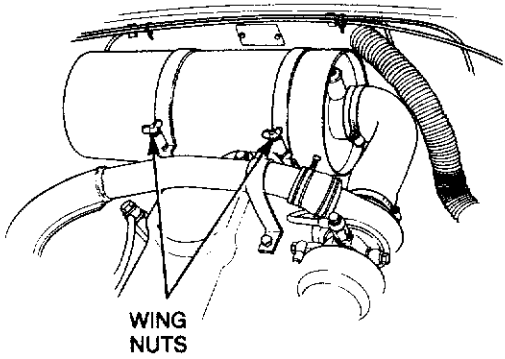

Figure 3-13 Air cleaner removal
a. Remove the hose clamps securing the air inlet and outlet hoses to the air cleaner housing (see Fig. 3-13) then remove the two wing nuts from the clamp bolts. Carefully lift the air cleaner out of the mounting brackets.